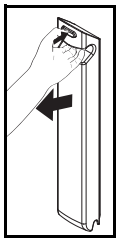

Fig. 3
4) Når batteriet er helt opladet, tages det ud af opladeren. Dette gøres ved at trykke på den røde knap og trække batteripakken ud imod dig selv (se Fig. 3). LED'en lyser fortsat grønt for at vise, at opladeren er tændt.